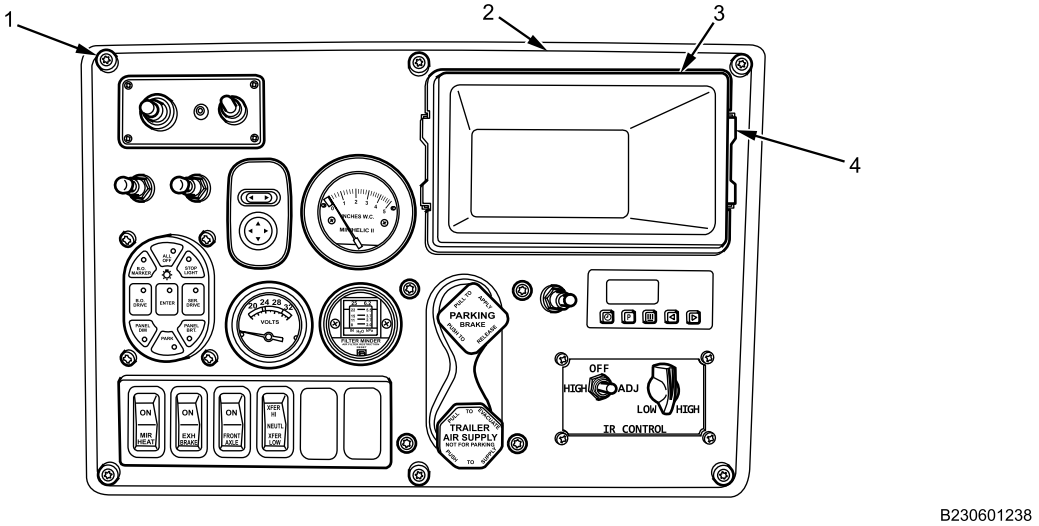

Figure 6. IP Center Trim Panel.
4. Align IP center trim panel (Figure 6, Item 2) to IP opening.
5. Install six screws (Figure 6, Item 1) securing IP center trim panel (Figure 6, Item 2) to IP.
6. Install storage bin (Figure 6, Item 3) in IP opening and push forward to engage retainers (Figure 6, Item 4).